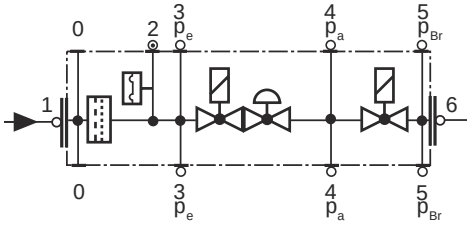

Fig. 39
- Pulire o sostituire il filtro se la differenza di pressione fra i punti 1 e 3 (Fig. 39) è $\Delta p > 10$ mbar.
- Pulire o sostituire il filtro se la differenza di pressione fra i punti 1 e 3 (Fig. 39) risulta raddoppiata dall'ultimo controllo.